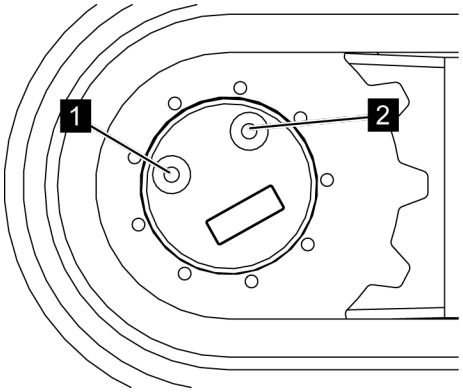

Fig. 109: Checking the oil level
6. *Check the oil level visually. The gearbox must be filled with oil up to the lower edge of the threaded hole (*Fig. 109*/1).*
7. *If necessary, top up gearbox oil (Item no. 3917/0122)(↳ Chapter 3.10 'Lubricants' on page 43). To do this, tip oil slowly through the hole (*Fig. 109*/2) until it reaches the lower edge of the threaded hole (*Fig. 109*/1).*